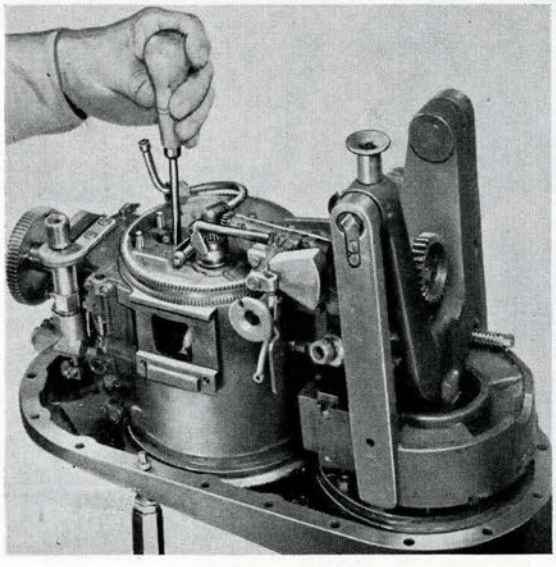

Figure 261
(e) Loosen clamp screw for pallet holder (Fig. 261). (41)